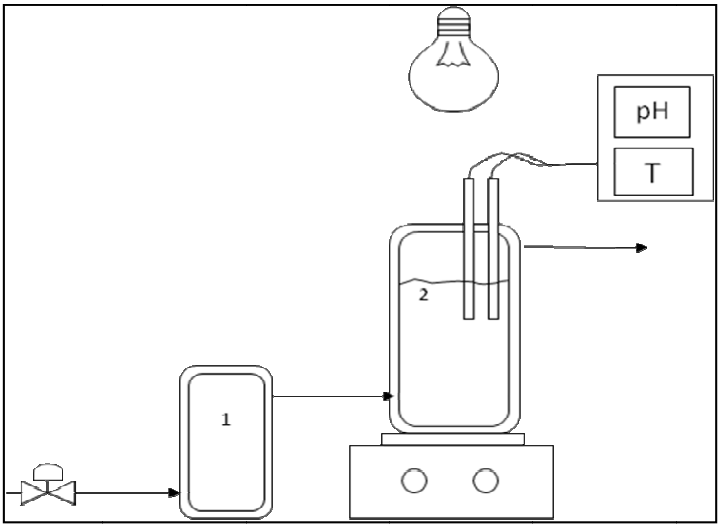

Figura 8. *Muntatge experimental del reactor de 1.5L.*
En la figura 8, es mostra un esquema del muntatge experimental per tractar 1 L de dissolució problema.
- Preparar el muntatge com es mostra en la figura 8. Introduir gel en reactor 1 per mantenir la temperatura del reactor 2 a 17ºC.